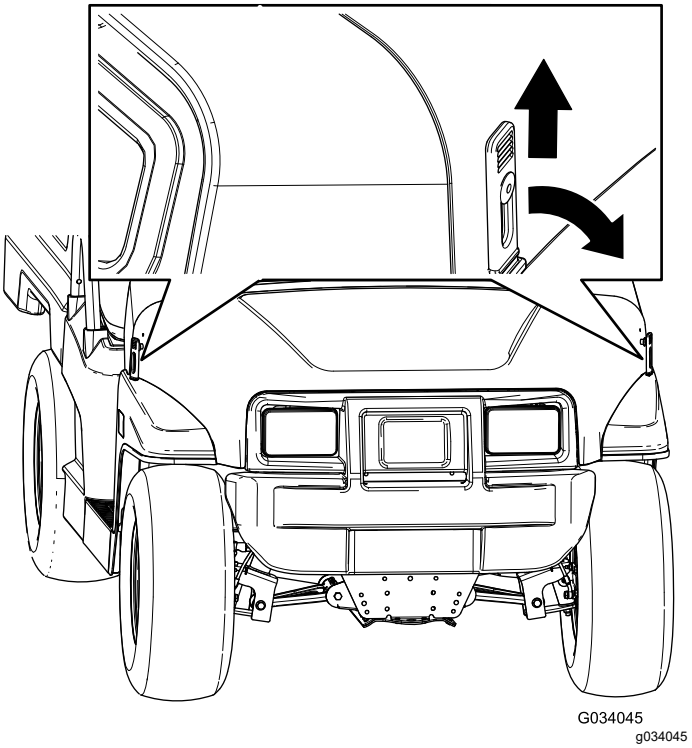

Figur 25
1. Løft gummilåsenes håndtag på hver side af motorhjelmen (Figur 25).
2. Fastgør motorhjelmen ved at placere gummilåsene på låseforankringerne på hver side af motorhjelmen (Figur 25).